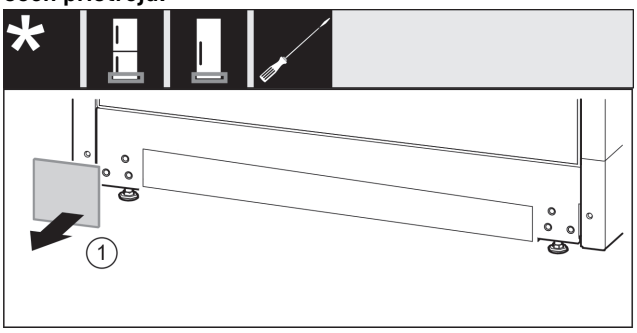

Fig. 16
- ▶ Sejměte kryt *Fig. 16 (1)*.